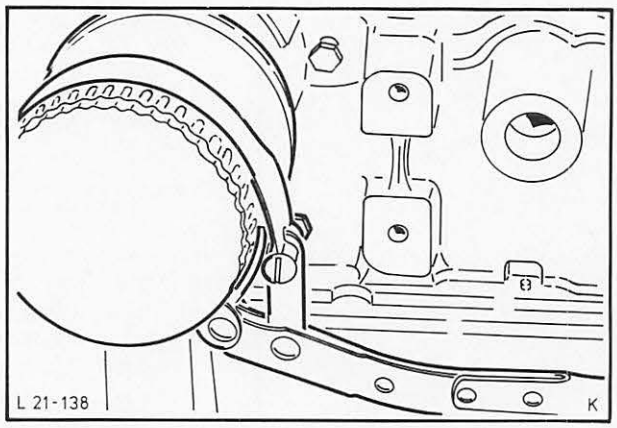

Abb. 188 Hauptstromölfilter befestigen
74. Neue Ölfilterpatrone mit eingeölter Dichtung aufschrauben, bis die Gummidichtung mit dem Gehäuse Kontakt hat, dann noch 3/4 Umdrehung anziehen, Abb. 188.